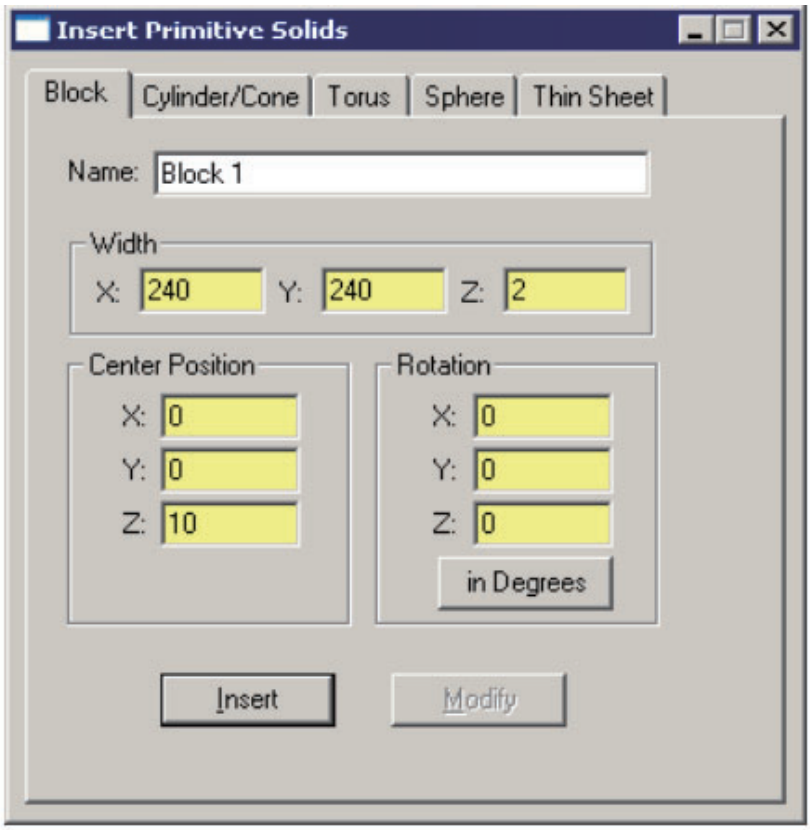

FIGURE 9.9 - Insert a block into a TracePro model as a substrate for the Fresnel lens.
7. TracePro で、**ジオメトリ｜プリミティブソリッド**ダイアログボックスを使用して、図 9.9 に示す寸法でブロックを挿入します。